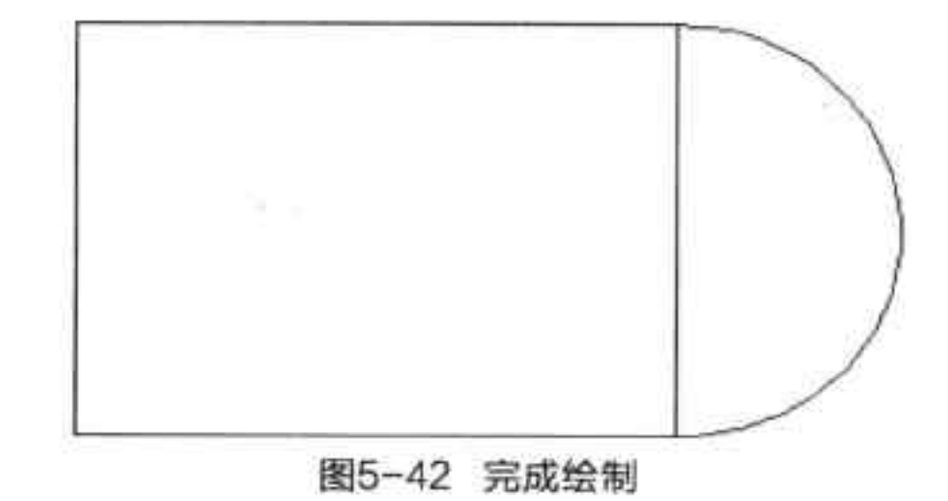

图5-42 完成绘制
Step 02 设置完成后，即完成圆弧的绘制，如图 5-42 所示。